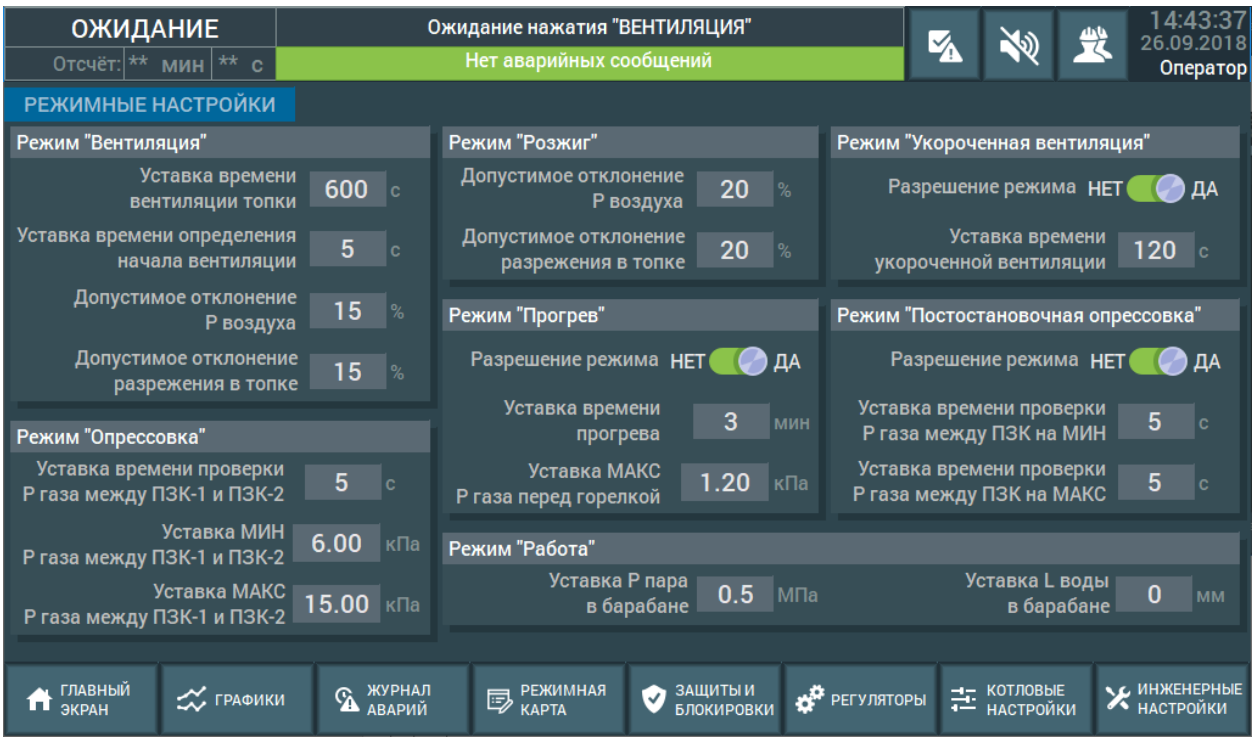

Рис. 8.15 Рабочий экран «Режимные настройки»
- **Режимные настройки** — настройки основных режимов работы котла (Рис. 8.15).